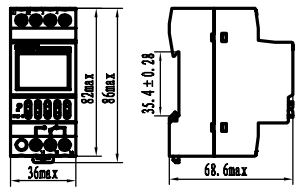

Figure 1 Outside dimensions and installation dimensions of NKG3-M
5.1 Outside dimension and installation dimension see Figure 1.